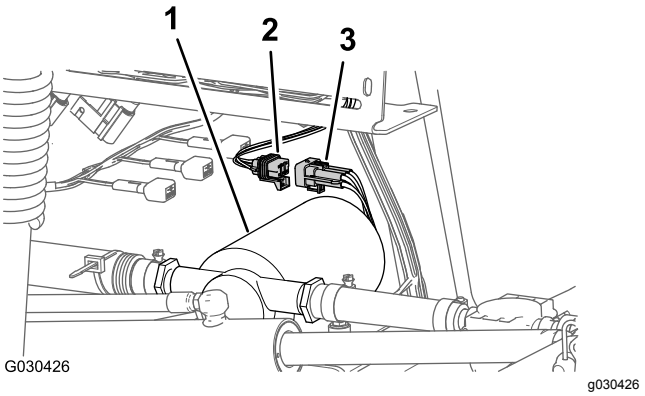

**Figur 6**
2. Kobl konnektoren med 6 ben på skyllepumpens ledningsnet fra konnektoren med 6 sokler på det bageste hovedledningsnet (Figur 6).